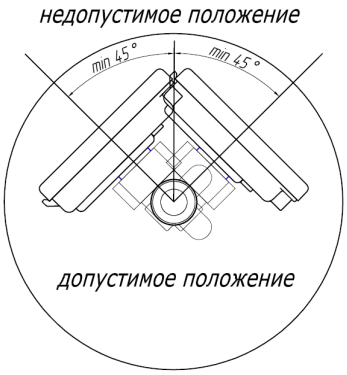

Рисунок 2
- расходомер должен быть расположен относительно трубы под углом от 45 до 315° во избежание скопления воздуха в соответствии с рис.2 (данная рекомендация распространяется на расходомеры Ду15-40);